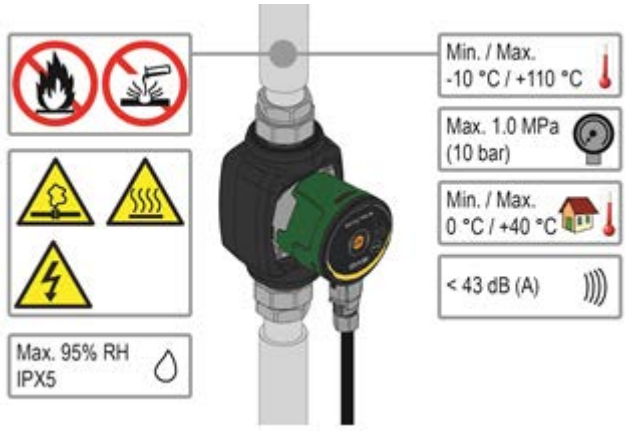

Рисунок 1: Перекачиваемые жидкости, предупреждения и условия эксплуатации
Стрелки на корпусе насоса указывают направление потока через насос. См. Рис. 1, поз.
1. Вставьте две прокладки при установке насоса в трубу. См. Рис. 1, поз. B.
2. Установите насос с коленчатым валом горизонтально. См. Рис. 1, поз. C.